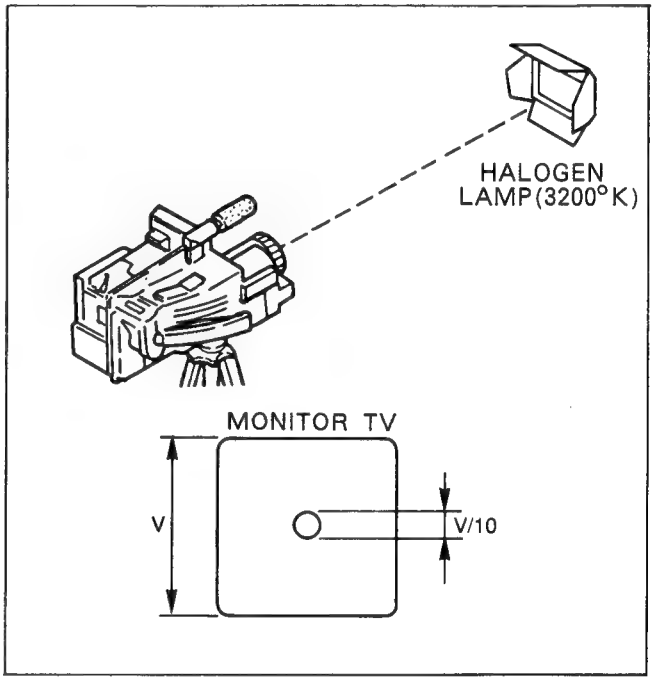

Fig. C7-1
(1) Zoom allthe way in (Fully teie position) and aim the camera at the Halogen Lamp (3200 degrees K) as shown in Fig. C7-1.